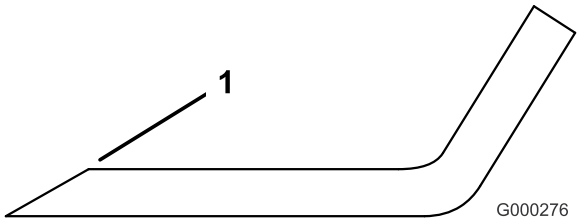

Figuur 91
1. Gebruik een vijl om de snijranden aan beide uiteinden van het mes te slijpen (Figuur 91). Houd daarbij de oorspronkelijke hoek in stand. Het mes blijft in balans als u van beide snijranden dezelfde hoeveelheid materiaal verwijdert.